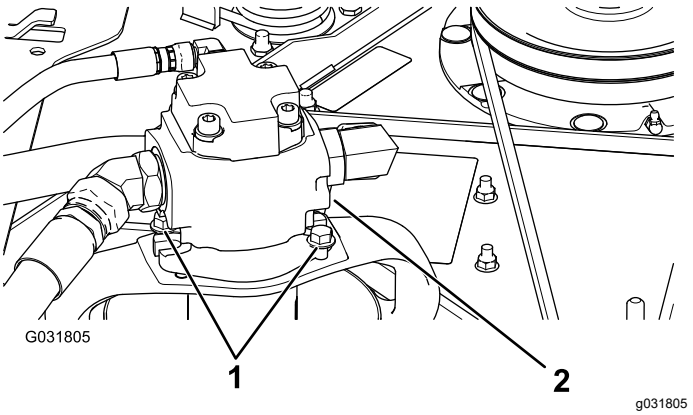

Figur 127
5. Avlägsna skruvarna som fäster hydraulmotorn vid klippenheten (Figur 127).
3. Avlägsna skruvarna som fäster hydraulmotorn vid klippenheten (Figur 127).